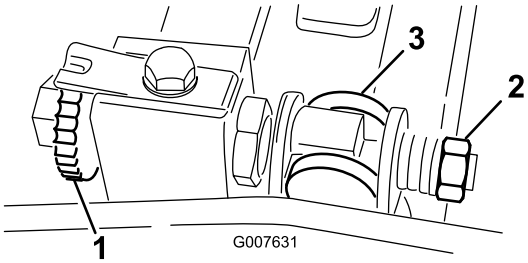

**Figuur 55**
1. Draai de stelschroef van de snijbalk linksom om de snijbalk weg te trekken van de messenkooi (Figuur 55).
2. Draai de veerspanningsmoer uit totdat de drukring niet meer tegen de snijbalk is geklemd (Figuur 55).